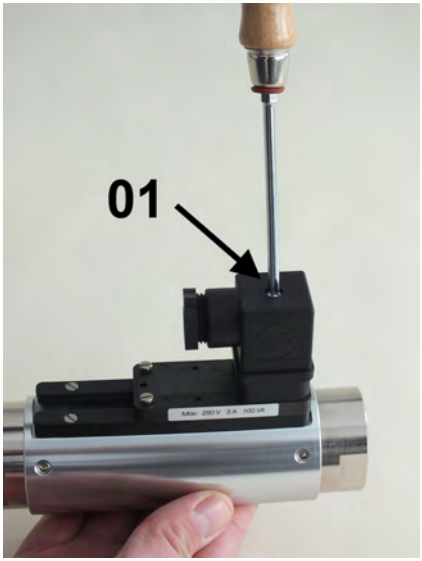

Abb. 22: Steckerdose lösen
1. Lösen Sie die Befestigungs-schraube (Abb. 22/01) von der Steckerdose
9. Stecken Sie die Steckerdose auf den Gerätestecker. Ziehen Sie die Befestigungsschraube (Abb. 22/1) an